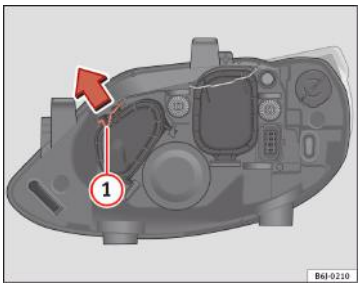

Fig. 157 Lămpile de poziție laterale
– Deplasați clema (1) în sensul săgeții şi scoateți capacul ⇒ fig. 157.